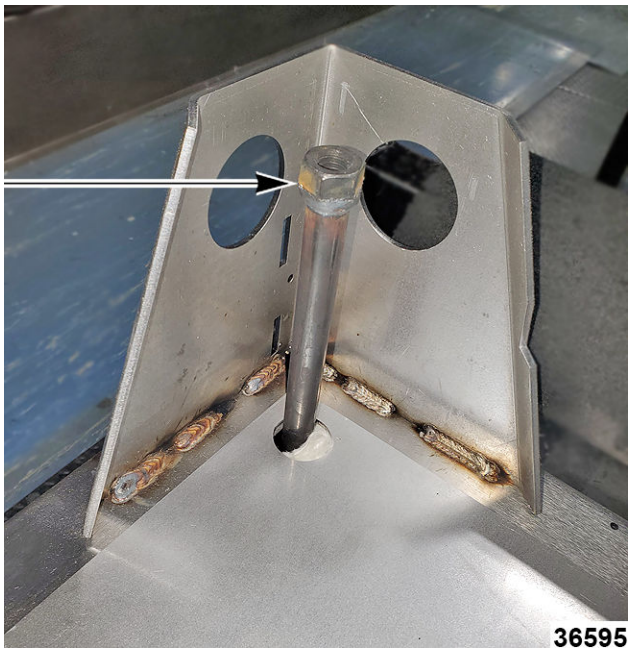

Fig. 37
B. Using rear levelers (Fig. 37), lower rear wheels to raise the back of oven completely off floor.